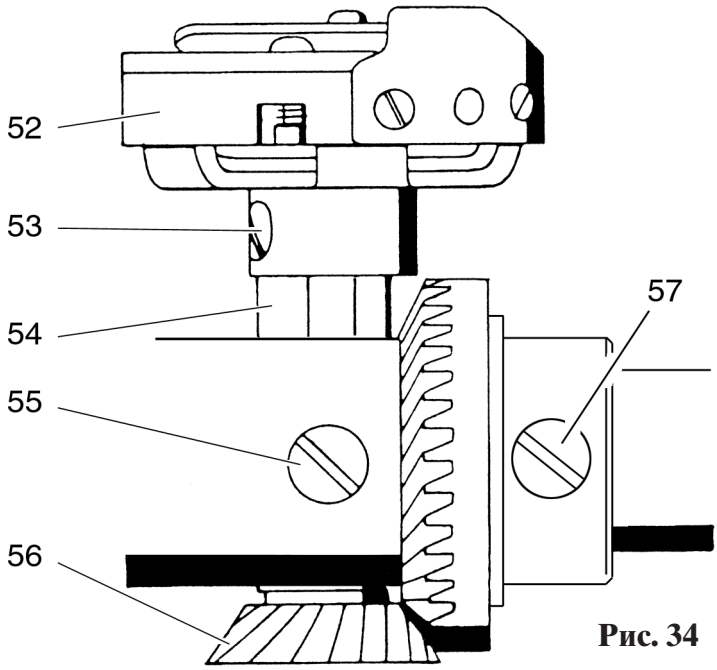

Рис. 34
- Проверьте осевой зазор между челноком 52 и втулкой челнока 54 (рис. 34).